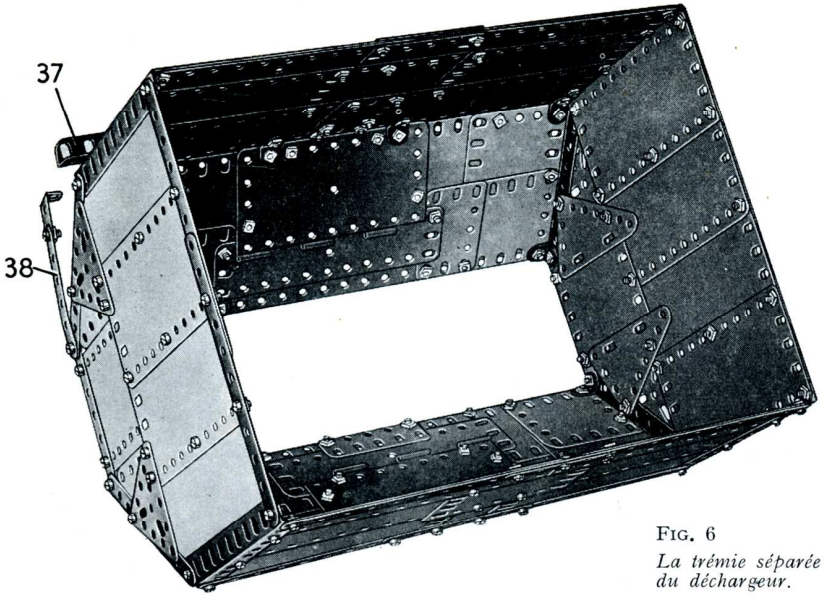

FIG. 6
Montage de la trémie (Fig. 6).
La figure 6 montre la trémie séparée de la base. Remarquez que les plaques flexibles triangulaires de 9×5 cm. qui apparaissent à une extrémité sur la figure (6) sont remplacées à l'autre par des plaques flexibles triangulaires de 6×4 cm. Les angles supérieurs des côtés inclinés de la trémie sont renforcés par des équerres d'assemblage.